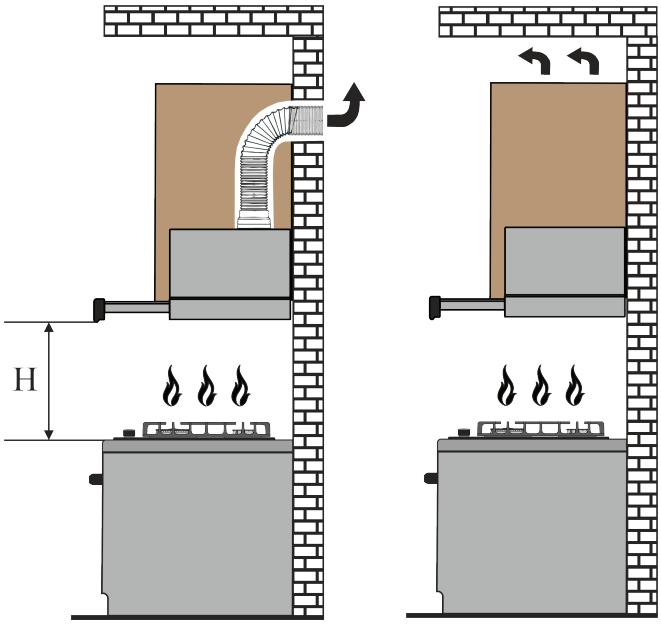

Рис.1 **Рис.2**
1.11 Внимание! Вытяжка монтируется на стене над электроплитами на высоте 650-750мм, а над газовыми плитами на высоте 750-850мм от рабочей поверхности плиты (рис.1).
4.5 При монтаже вытяжки на необходимой установочной **высоте Н** над плитой **(рис.1)** для отвода воздуха в вентиляционный канал используйте воздуховод **Ø150 - Ø120мм.** Меньший диаметр создаст дополнительное сопротивление воздуху, что приведет к увеличению шума и вибрации, а также к перегреву двигателя.
- в режиме отвода воздуха в дымоход кухни **(рис.1);**
Напоминаем, что высота установки вытяжки над электроплитами должна быть не меньше 650мм, а над газовыми - не меньше 750мм (рис.1).
6.4 Прежде чем приступить к сверлению отверстий под крепежные изделия, необходимо провести для них разметку на стене. Для этого изготовьте бумажный шаблон с координатами отверстий, приложите шаблон к нижней полки мебельного гарнитуру на необходимой высоте, которая указана выше, и уровняйте его по уровню **(рис.1).**